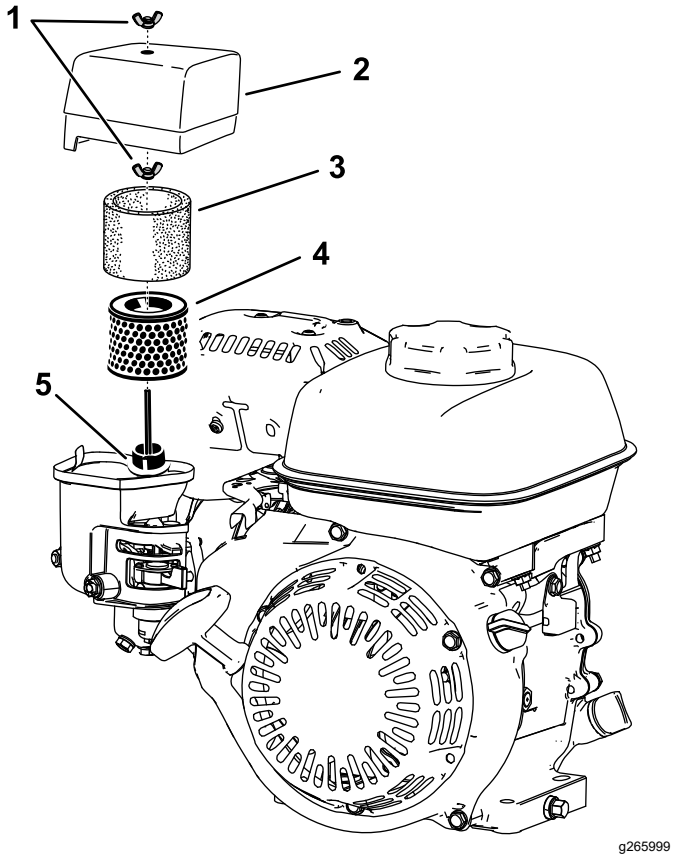

Figuur 27
2. Draai de vleugelmoer los waarmee het luchtfilterdeksel vastzit (Figuur 27).